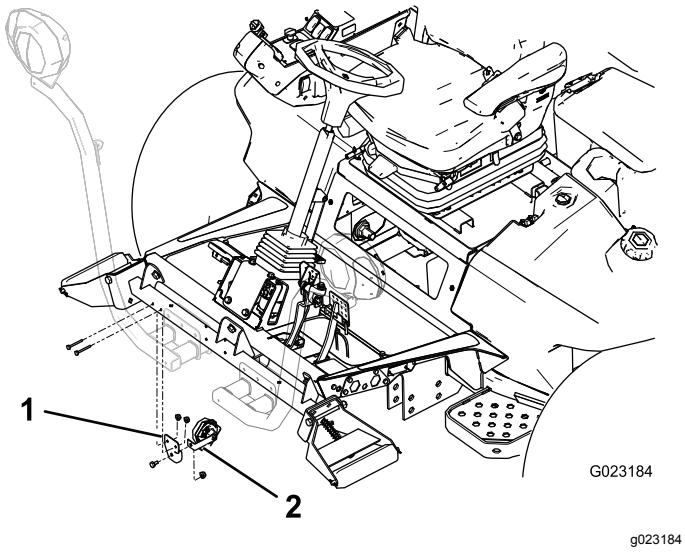

Figura 10
1. Sujete la pletina del claxon al soporte del claxon con un tornillo (3/8" x 5/8") y una tuerca con arandela prensada (3/8"), según se muestra en Figura 10.
2. Monte el soporte del claxon en la parte trasera del tubo de soporte de los rodillos con 2 tornillos (¼" x 2") y tuercas (¼"). Gire el claxon para que quede orientado hacia abajo (Figura 10).